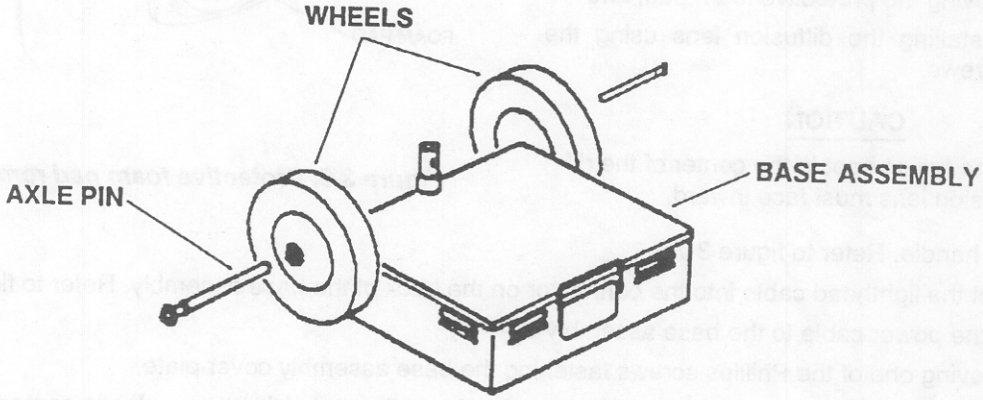

Figure 3-2. Attaching wheels.
a. Attach the two wheels to the base assembly by inserting the axle pins through the wheels and into their sockets. Refer to figure 3-2.